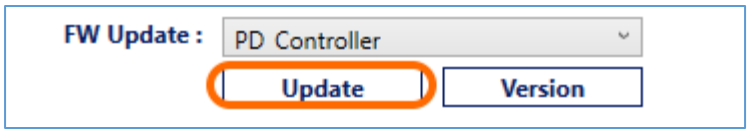

Figure 22. Update Firmware for PD Controller
1. Select **PD Controller** in the “FW Update” field and click on the **Update** button as shown in Figure 22 below.